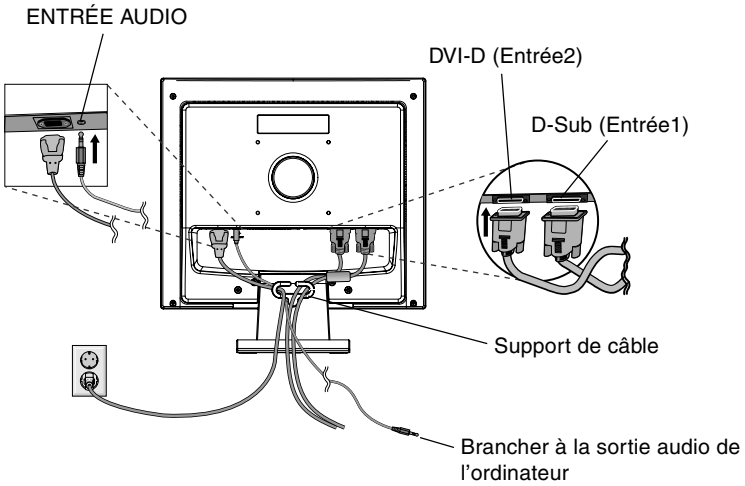
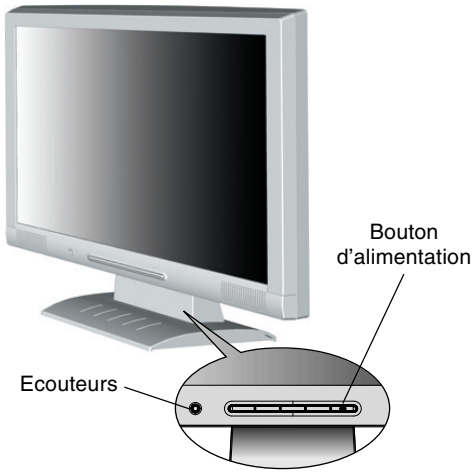

Figure B.1
Figure C.1
2. **Pour un PC ou un Mac équipé d'une sortie numérique DVI :** Branchez le câble vidéo DVI-D (fourni avec le modèle LCD92XM uniquement) au connecteur de la carte graphique de votre système (**Figure B.1**). Serrez toutes les vis.
3. Branchez le mini-connecteur D-SUB à 15 broches du câble vidéo et le câble audio au connecteur approprié à l'arrière du moniteur (**Figure B.1**). Branchez les écouteurs (non fournis) au connecteur approprié à l'avant du moniteur (**Figure C.1**).
4. Connectez une extrémité du cordon d'alimentation au moniteur et l'autre à la prise de courant. Mettez le câble du signal vidéo et le cordon d'alimentation dans le support de câble (**Figure B.1**).
5. Allumer le moniteur avec le bouton d'alimentation situé à l'avant (**Figure C.1**) ainsi que l'ordinateur.